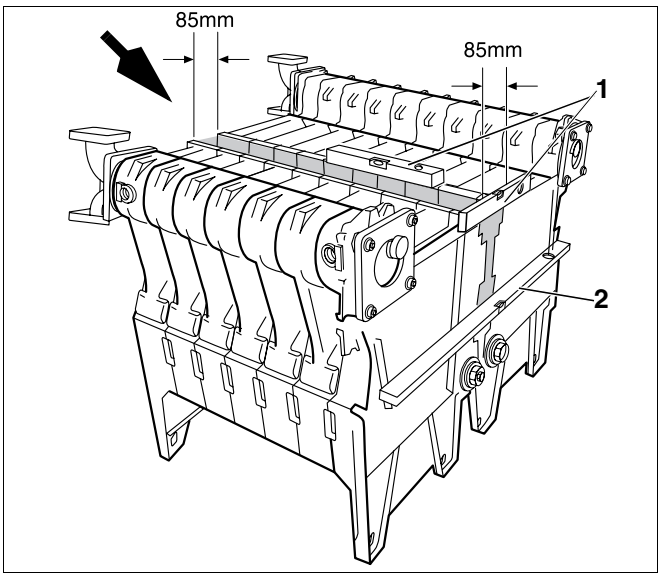

Afb. 28 Ketelblokken ten opzichte van elkaar positioneren
De pijl in afb. 28 geeft de voorzijde van de beide ketelblokken aan.
- Positioneer de ketelblokken, zoals aangegeven in afb. 28 parallel ten opzichte van elkaar. De afstand moet 85 mm bedragen.
- Positioneer de ketelblokken zowel horizontaal als verticaal met behulp van een waterpas (afb. 28, **pos. 1**) en een richtlat (afb. 28, **pos. 2**).